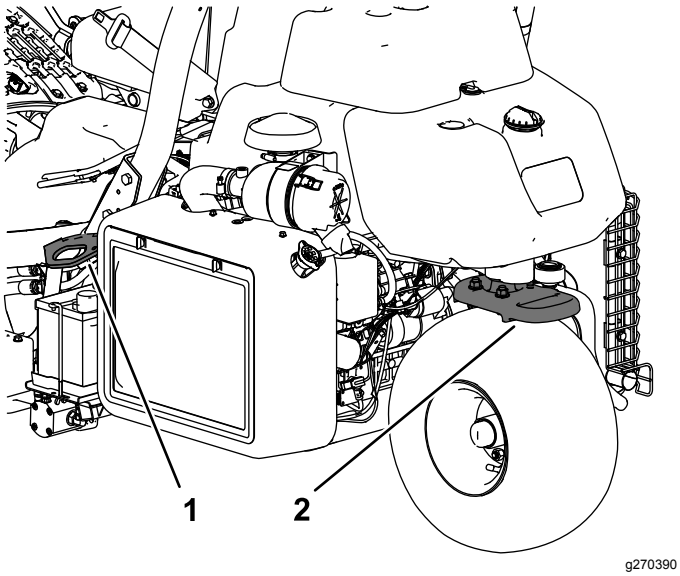

Figur 28
- Fastgør maskinen med stropper, kæder, kabler eller reb. Både den forreste og bageste strop bør føres ned og udad fra maskinen (Figur 28).